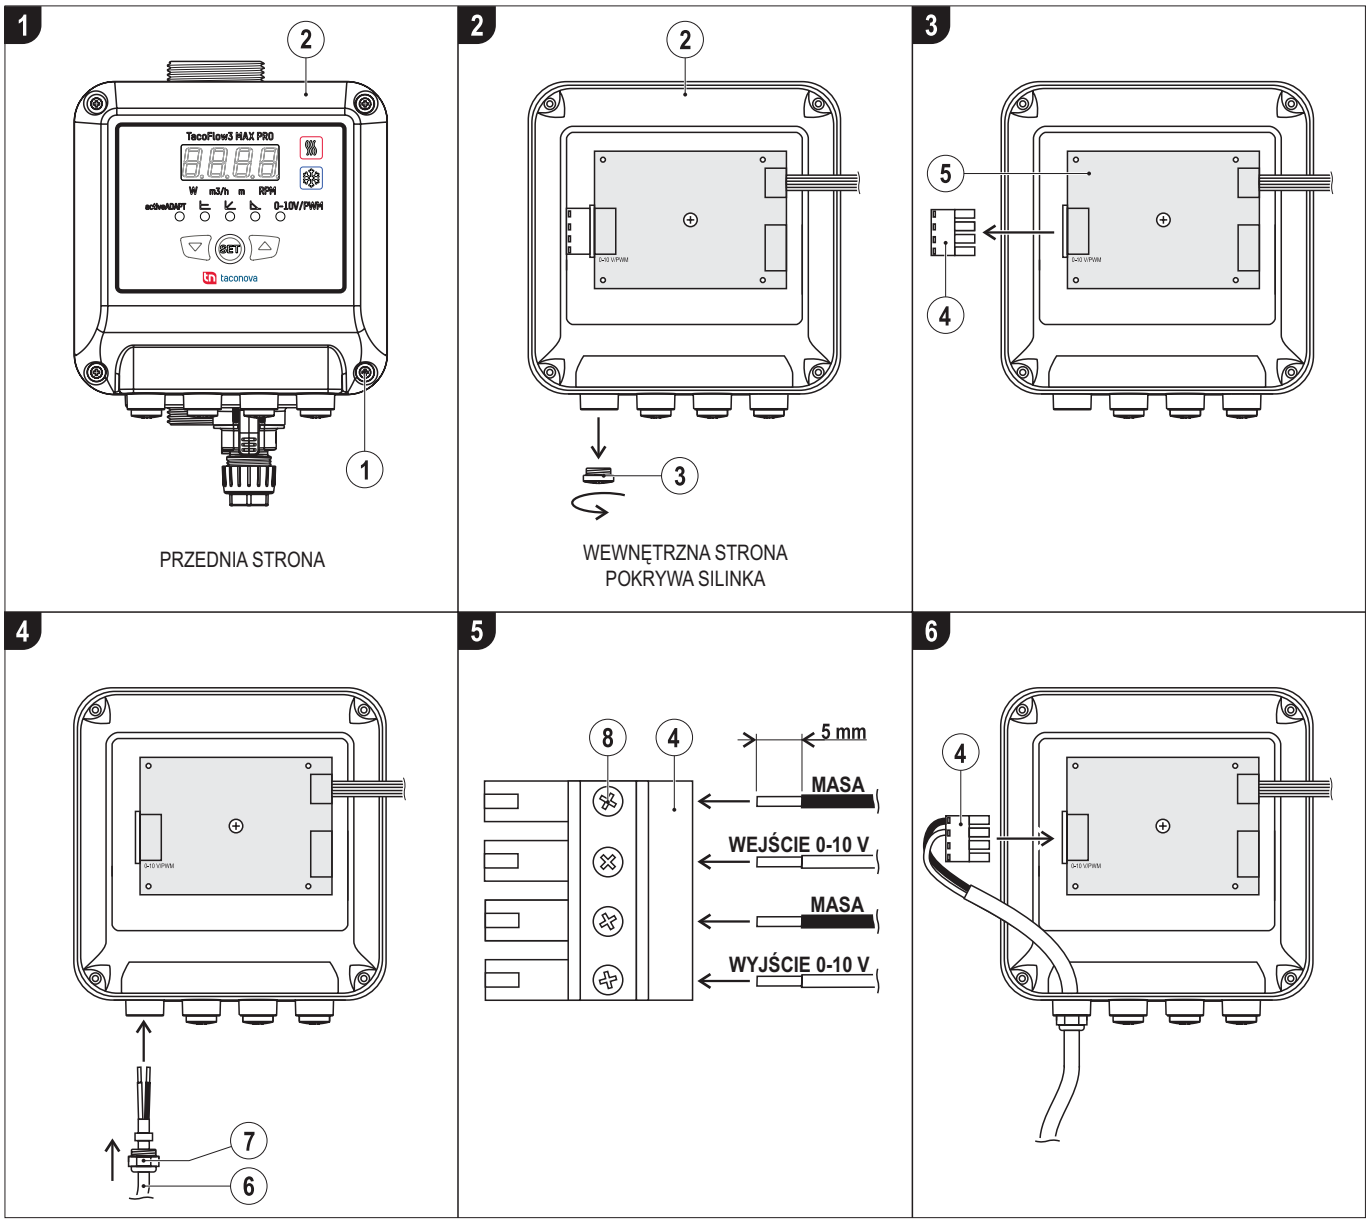

RYS. 11 *(Połączenie zewnętrzne do sygnału 0-10 V / PWM)*
1) Wykręcić cztery śruby **(RYS. 11 - Odn. 1)** mocujące pokrywę silnika **(RYS. 11 - Odn. 2)**.
2) Odkręcić zatyczkę wyjścia sygnałów **(RYS. 11 - Odn. 3)**.
3) Odłączyć łącznik **(RYS. 11 -Odn. 4)** od płyty elektronicznej **(RYS. 11 - Odn. 5)**.
4) Włożyć kabel **(RYS. 11 - Odn. 6)** w dławik M12x1,5 **(RYS. 11 - Odn. 7)** (nie jest częścią wyposażenia) i przykręcić do pokrywy.
5) Odsłonić (MIN. 5 mm) koniec przewodów, włożyć je w łącznik **(RYS. 11 - Odn. 4)** i przymocować śrubami **(RYS. 11 - Odn. 8)**.